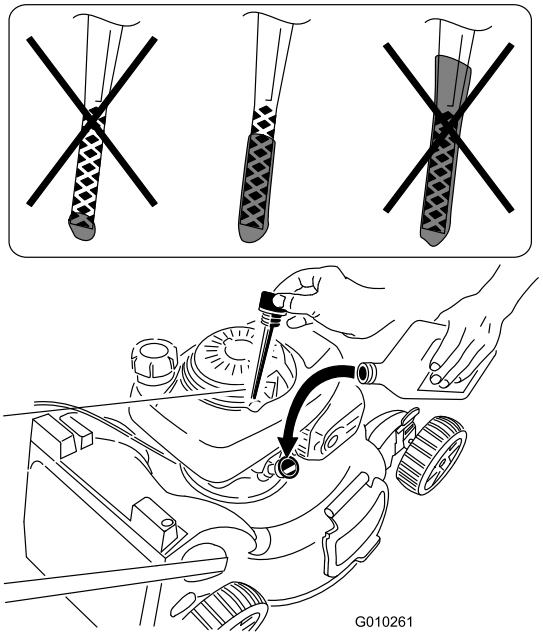

Figure 24
4. **Slowly** pour oil into the oil fill tube, periodically checking the level with the dipstick, until the dipstick indicates that the engine is full as illustrated in Figure 24. **Do not overfill.** (Max. fill: 0.58 quart (0.55 l), type: SAE 30 detergent oil with an API service classification of SH, SJ, SL, or higher.)